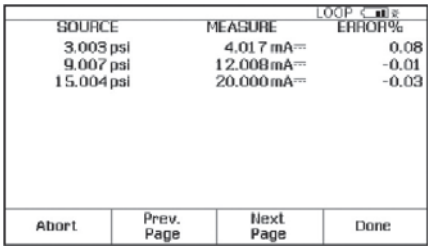

图 28.
13. 完成调整后，选择“As Left”(调整后)、“Done”(完成)和“Manual Test”(手动测试)，重复第 9 步。如果调节成功，测试后汇总屏幕中的所有误差都应为正常显示(图 28)。